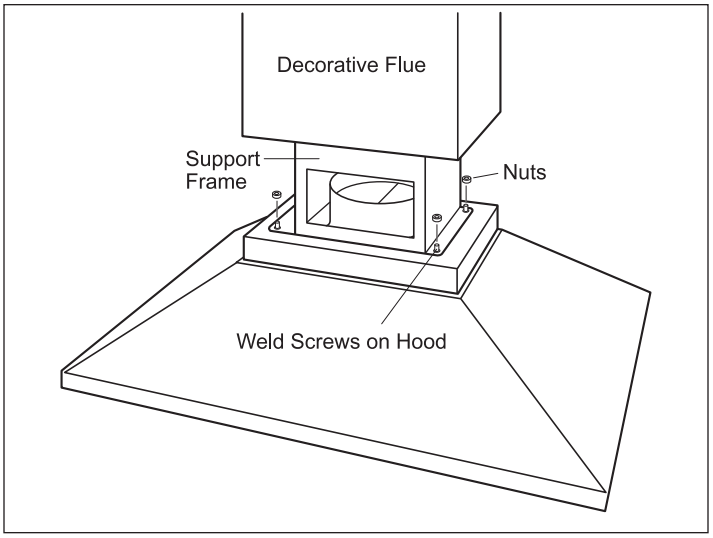

Figure 2-15 Mounting Hood to Support System
2. Mount the hood to the support frame by aligning the four weld screws on the hood to the four holes on the support frame. Use four nuts to secure the hood to the support frame. (See Figure 2-15).